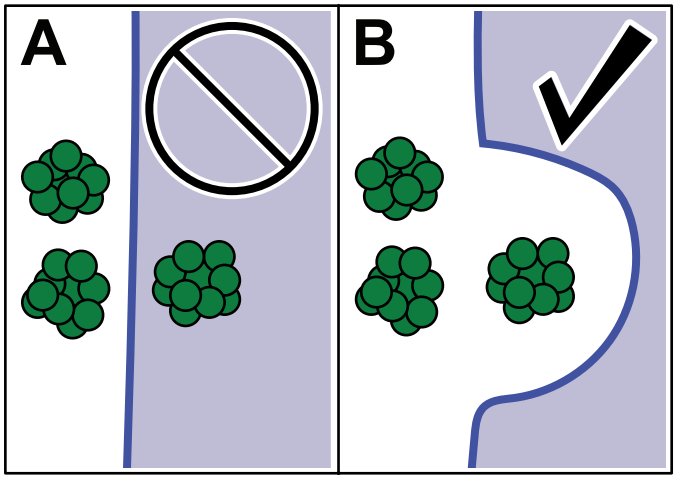

Figur 29
- **AOA**-gränsen bör inte kartläggas under träd eller andra hinder eftersom detta kan förhindra GNSS-kommunikation med maskinen (Figur 29).